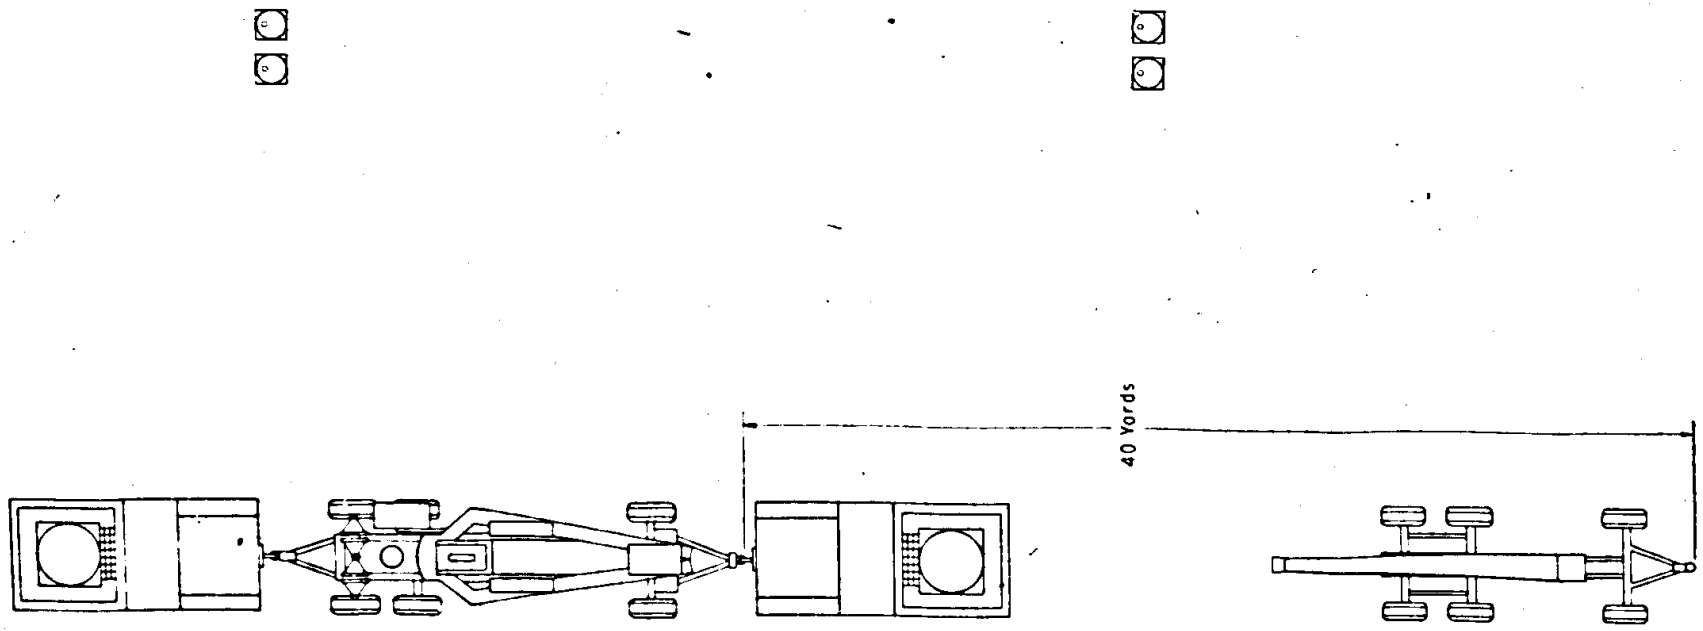

Figure 33. Materiel in position for winch assembly.
(1) The carriage load is brought into position on the line of fire with lunette over the position to be occupied by the center of the bottom carriage. The howitzer load is placed in front of it so that the distance between drawbars is approximately 40 yards. (See fig. 33.)
(2) The front axle of the carriage wagon is removed and the trails of the carriage are lowered to the ground.
(3) The carriage is pulled from its wagon into its correct position on the ground.
(4) The trails of the carriage are set parallel and spade pits dug.
(5) The howitzer load is winched up the trails of the carriage.
(6) The howitzer is jacked off its traveling support and lowered into the top carriage roller.
(7) The howitzer is winched up the rails of the wagon and raised from the wagon with screw jacks.
(8) The cannon wagon is removed from the trails.
(9) The howitzer is lowered with screw jacks into position in the false cradle and bolted in place.
(10) The trails are spread and locked, the recoil pit is dug, and the spades and floats are attached to the trails.
(11) The howitzer is prepared for action. (See par. 47.)